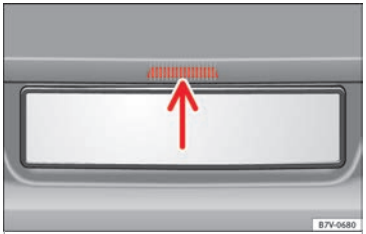

Bild 7 Öppna bagageluckan utifrån
- Fäll upp bakluckan med knappen **»» bild 7** (pil).